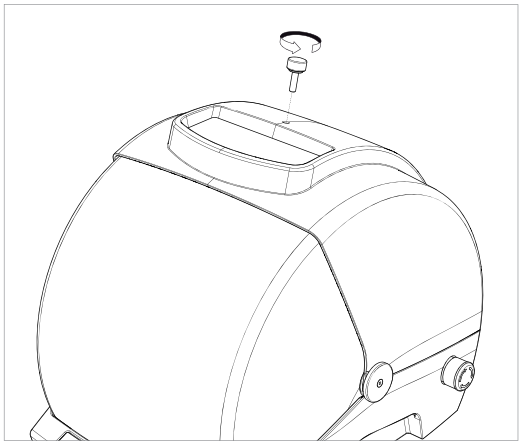

Fig. 12
2) Loosen the knob on top of the machine cover (Fig. 12).